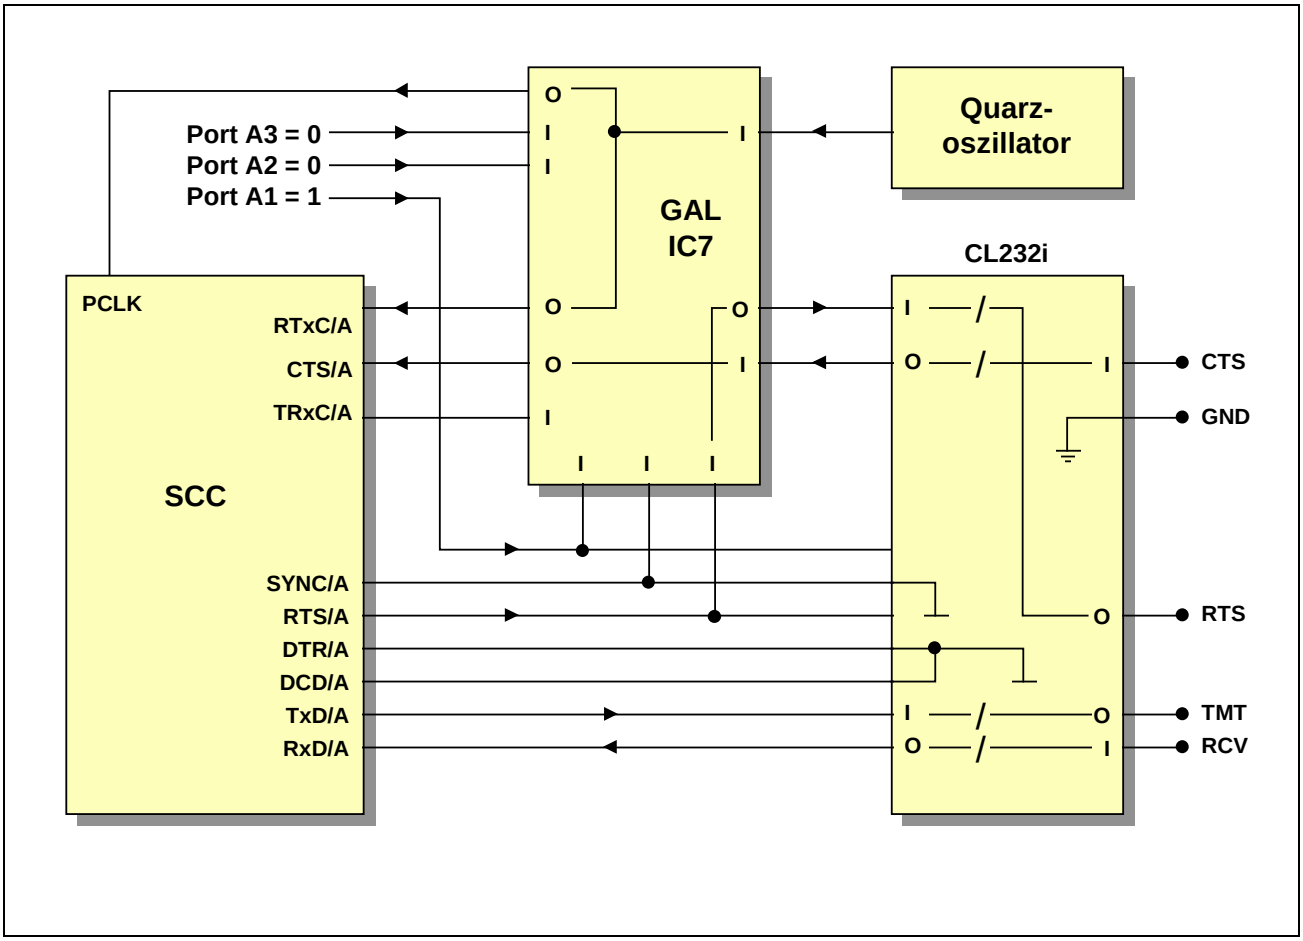
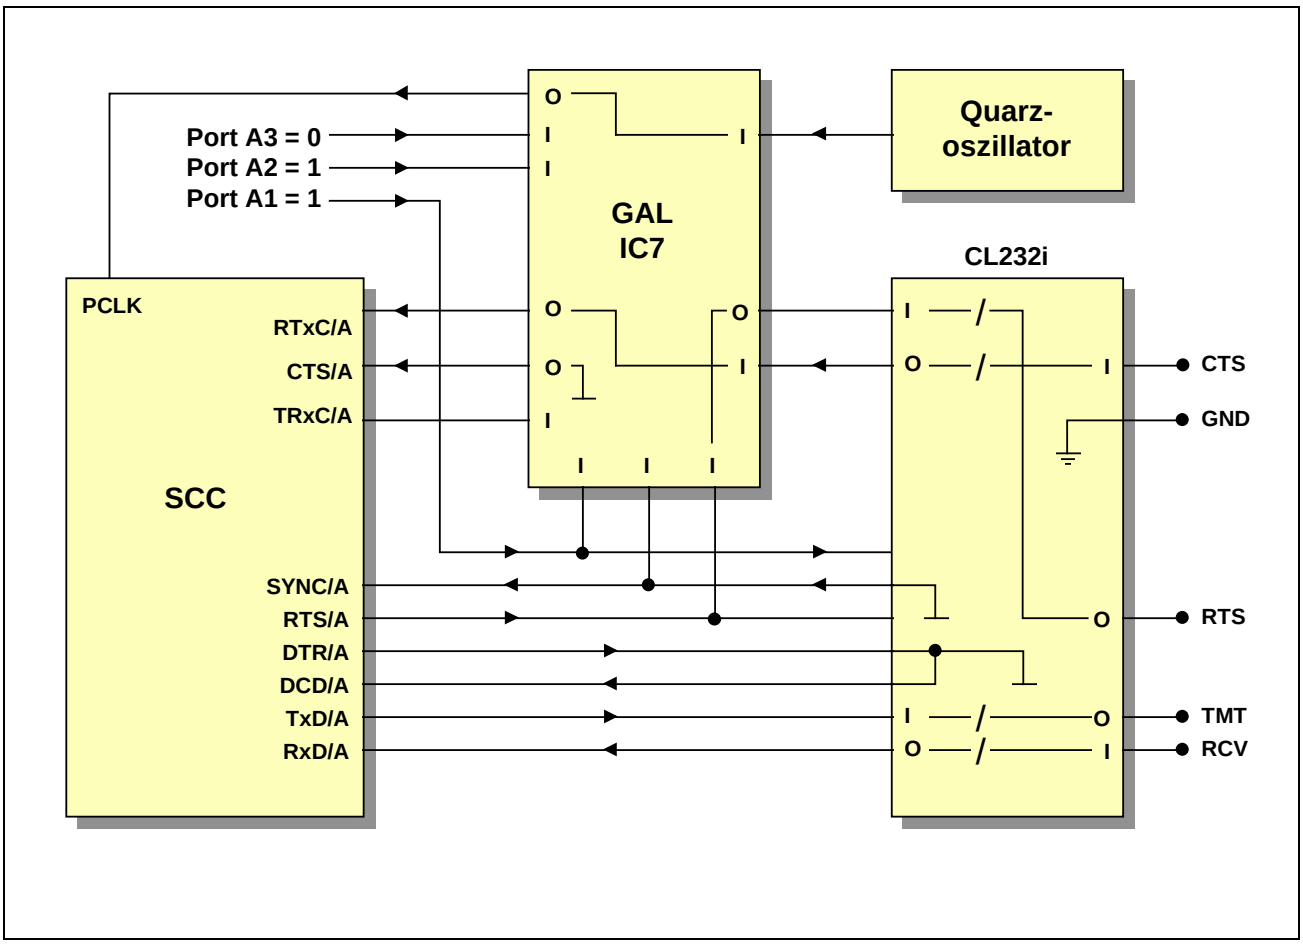

***Abb. 2-8**: C-Link-Adapter CL232i in Mode 1 für Kanal A des Moduls M-COM-2 (Rev. F) mit GAL "G032F07C". Die Angaben gelten entsprechend auch für Kanal B.*
Abb. 2-9: C-Link-Adapter CL232i in Mode 3 für Kanal A des Moduls M-COM-2 (Rev. F) mit GAL "G032F07C". Die Angaben gelten entsprechend auch für Kanal B.
***Tabelle 2-5**:* Zusammenfassung der möglichen Modes mit CL232i (siehe auch Abb. 2-7, Abb. 2-8 und Abb. 2-9). Die mit * gekennzeichneten Signale RTS* und CTS* beziehen sich auf die RS-232-Anschlußpins.
CL232i in Mode 1 (siehe auch Abb. 2-8):
CL232i in Mode 3 (siehe auch Abb. 2-9):